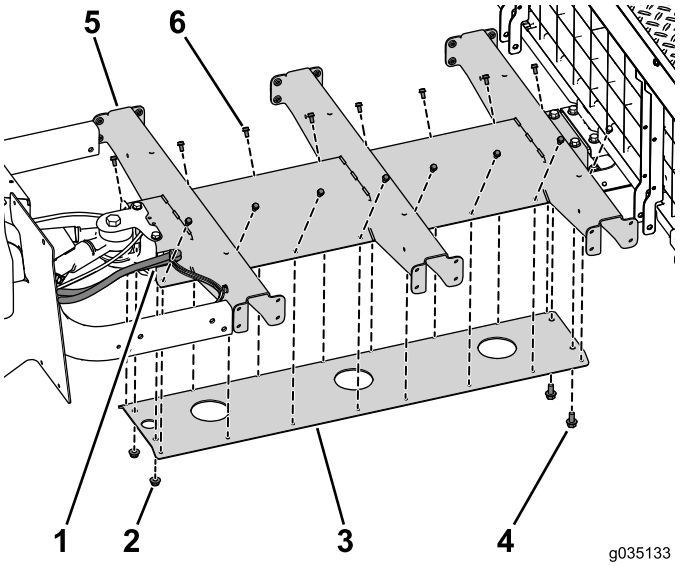

Figur 78
2. Monter løst de to bolte (3/8 x 3/4 tomme), 16 bolte (1/4 x 1/2 tomme) og to flangemøtrikker (3/8 tomme) for at fastgøre bundpladen på midterkanalen (Figur 78).